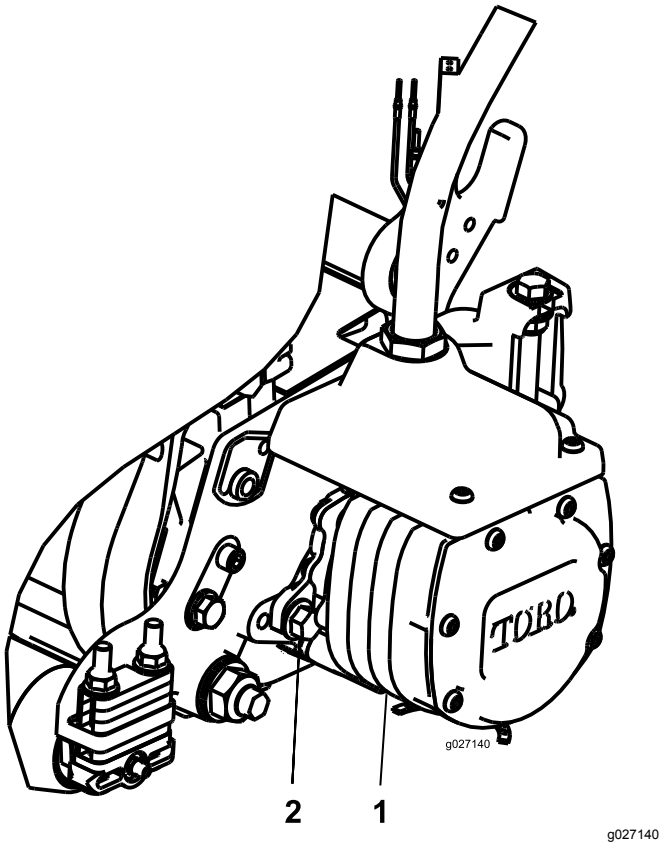

Figur 11
14. Installer motoren ved å rotere den med klokken slik at motorflensene går klar av skruene (Figur 11).